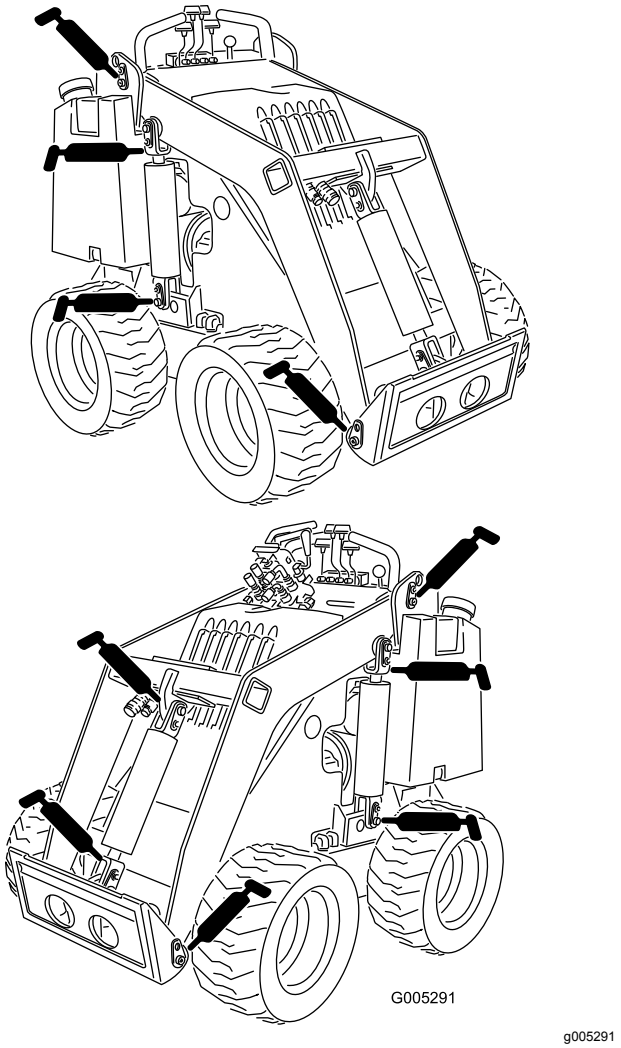

Rysunek 18
4. Podłącz smarownicę do obu smarowniczek (Rysunek 18 i Rysunek 19).